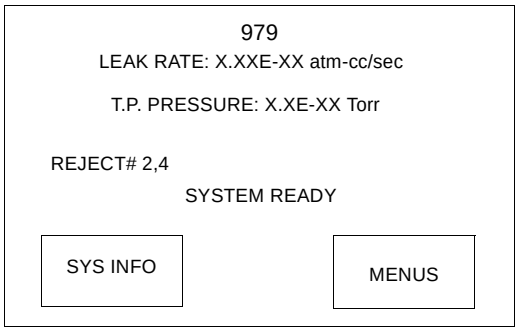

Figure 9-3 979 Touch Panel Home Screen
1. Verify that the leak detector is in the SYSTEM READY condition on the Home Screen (Figure 9-3) and that the test port blank-off flange cap is in place.
1. Verify that the leak detector is in the SYSTEM READY condition (Figure 9-3 on page 9-7) and that the test port blank-off flange cap is in place.